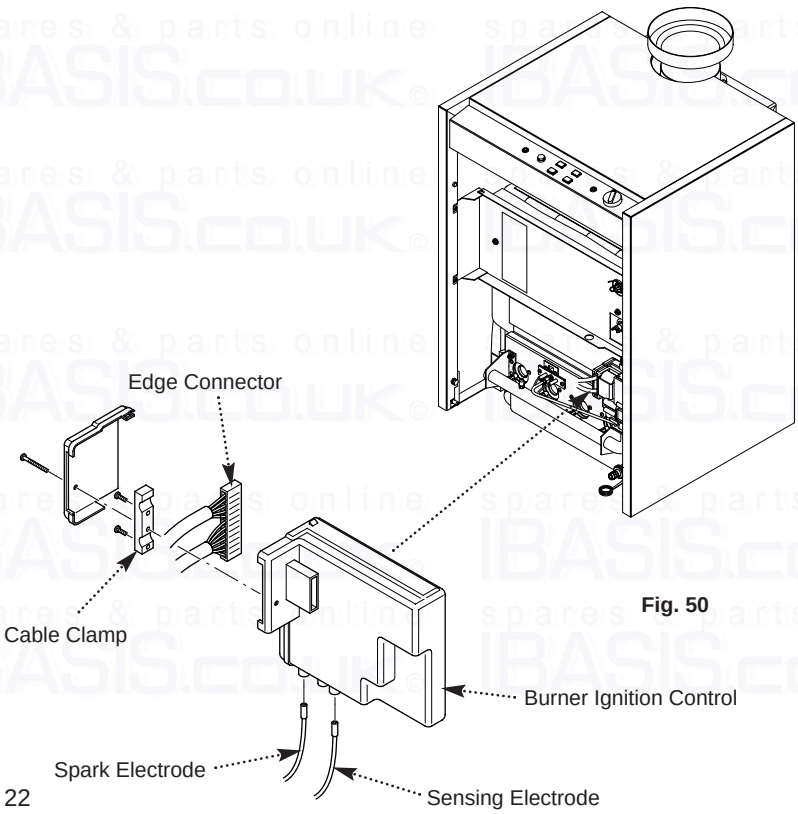

Fig. 50
10.8 Burner Ignition Control (Fig. 50)